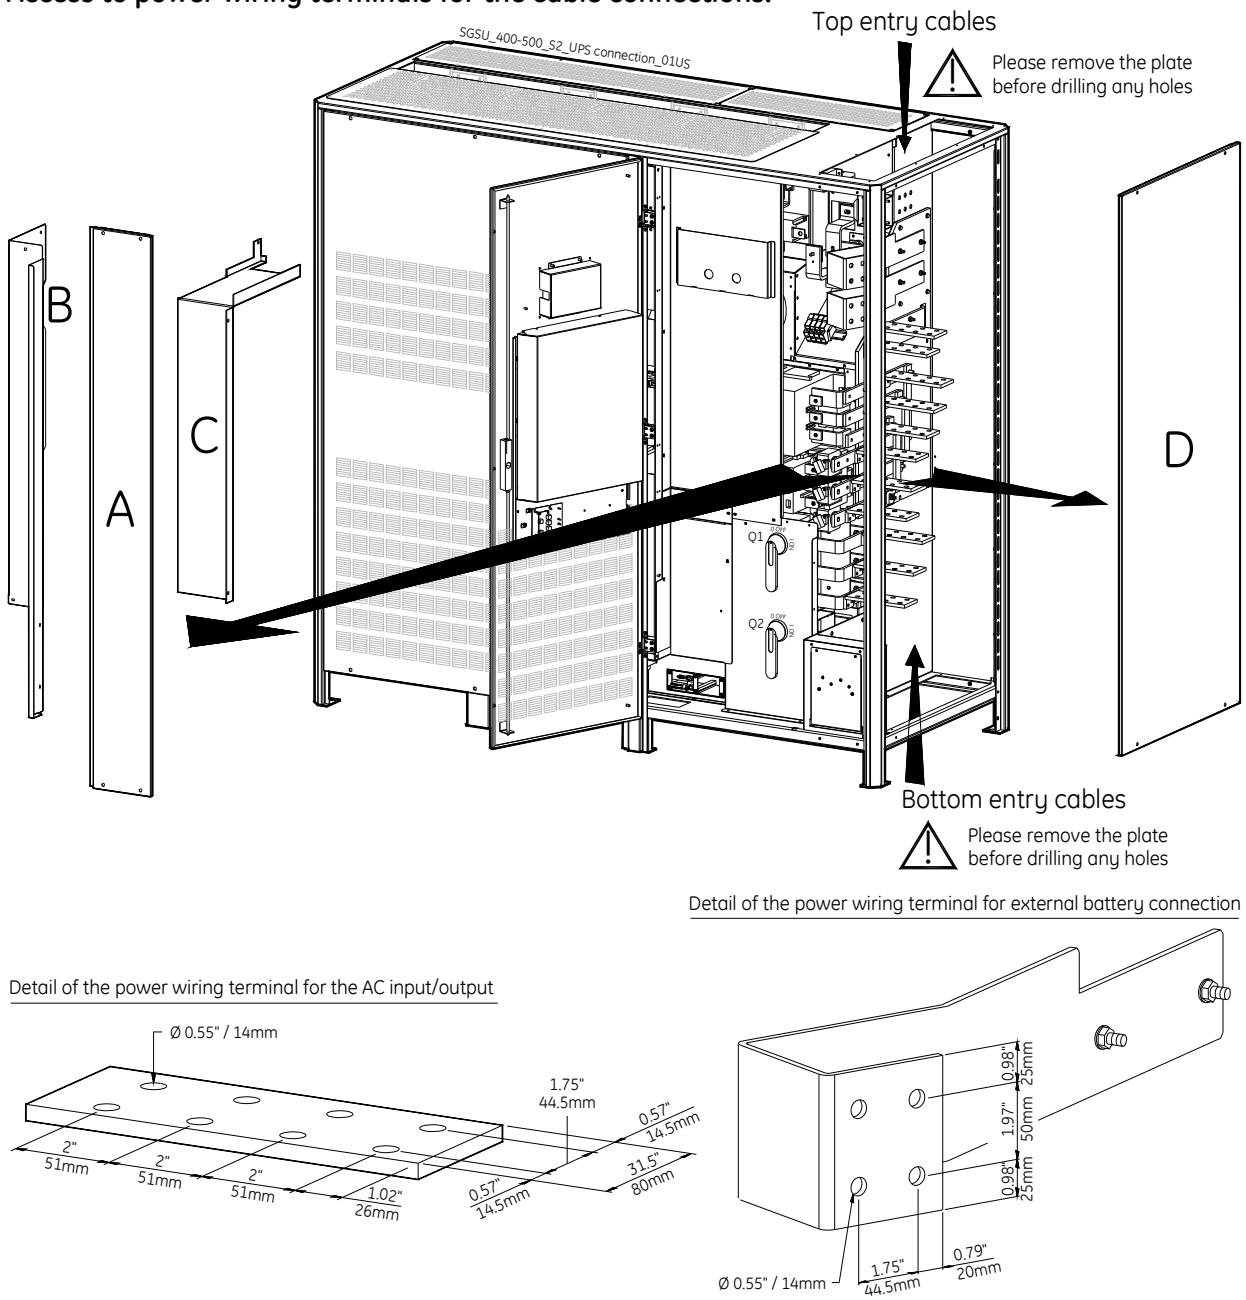

Fig. 3.8.1-1 Access to the input / output connections
- If the UPS is installed in such a way that the accessibility to the right side panel is reduced, field wiring connections can be made from the front side by removing the front right side panel protection cover/panel (E) as indicated in Fig. 3.8.1-1 be advised that installation performed from the front position will give the installer reduced visibility to the terminal lugs.